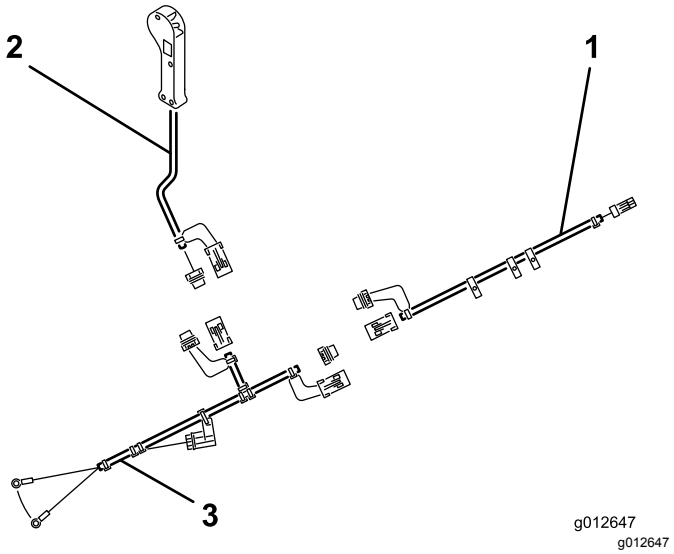

Rysunek 7
1. Podłącz złącze wiązki przewodów posypywarki do złącza elektrycznego zaworu elektromagnetycznego maszyny (Rysunek 7).